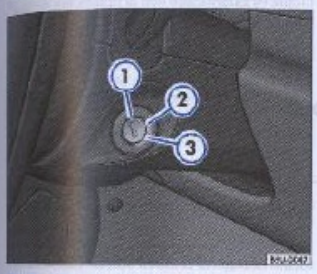

Fig. 98 Posiciones de la llave de contacto
En esta posición ⇒ fig. 98, el motor y el encendido están desconectados.
En esta posición ⇒ fig. 98, las luces indicadoras son encendidas.
En esta posición ⇒ fig. 98, es dado arranque al motor y son temporalmente desconectados los grandes consumidores eléctricos.
– Gire la llave hasta la posición ③ ⇒ página 121, fig. 98 para arrancar el motor.
– Girar la llave de contacto hasta la posición ① ⇒ página 121, fig. 98.